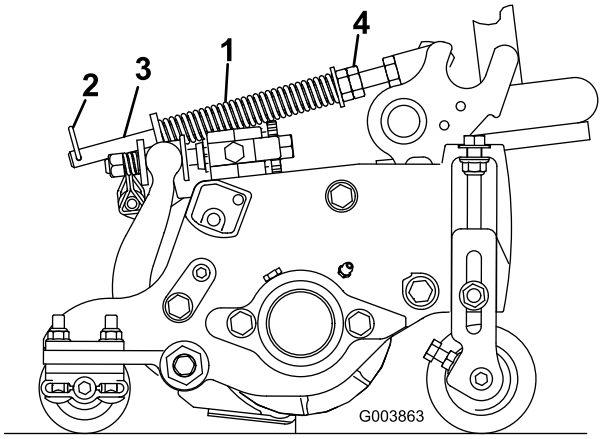

Figur 13
1. Kontroller at hårnålssplinten er installert i det bakre hullet på enden av stangen (Figur 13).
2. Stram til sekskantmutteren foran på fjærstangen inntil den komprimerte lengden på fjæren er 12,7 cm (Figur 13).